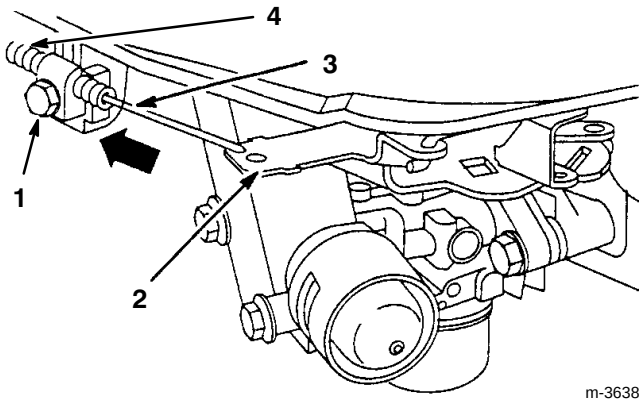

Figure 21
2. Loosen cable clamp screw until throttle cable slides (Fig. 21).
3. Move governor control lever, throttle cable and casing in direction of arrow as far as possible (Fig. 21).